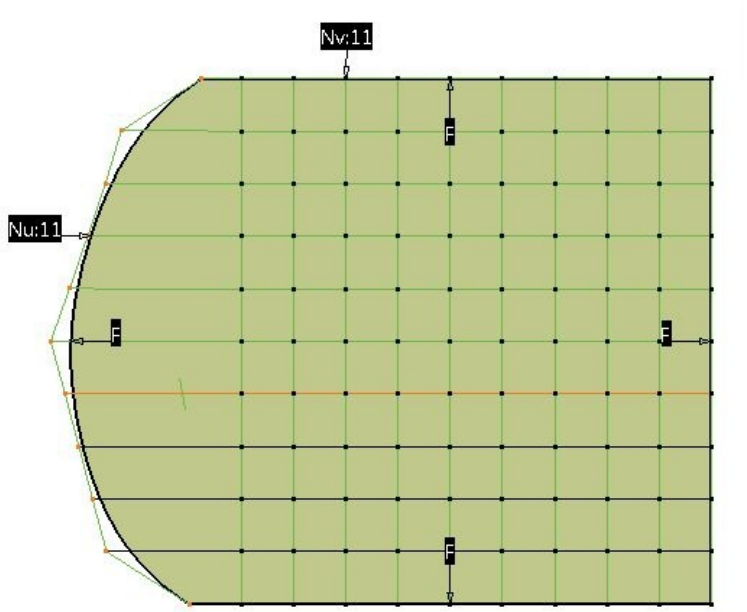

Figure 17-65 *The surface after dragging the corner control point*
2. Select the corner point and drag it inward in the surface; the surface after dragging the corner point is displayed, as shown in Figure 17-65.